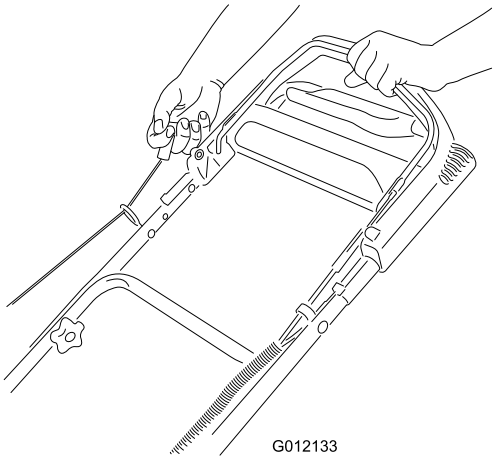

Figura 13
2. Tirate la maniglia dell'avviatore autoavvolgente (Figura 13).